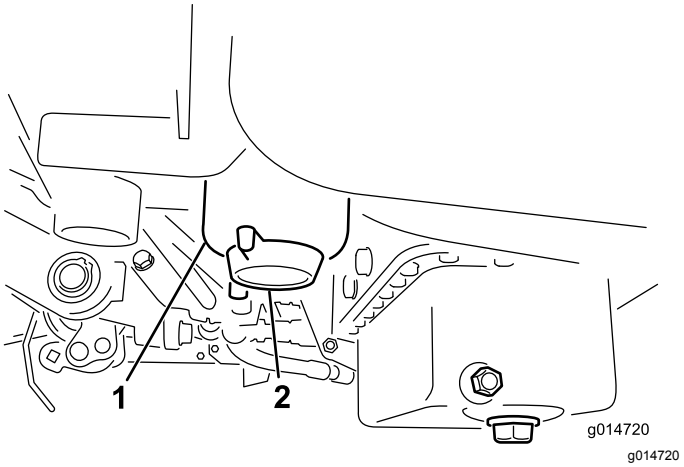

Figur 37
2. Rengör området där filterskålen ska monteras (Figur 37).
4. Öppna filtrets avtappningsplugg (Figur 37).